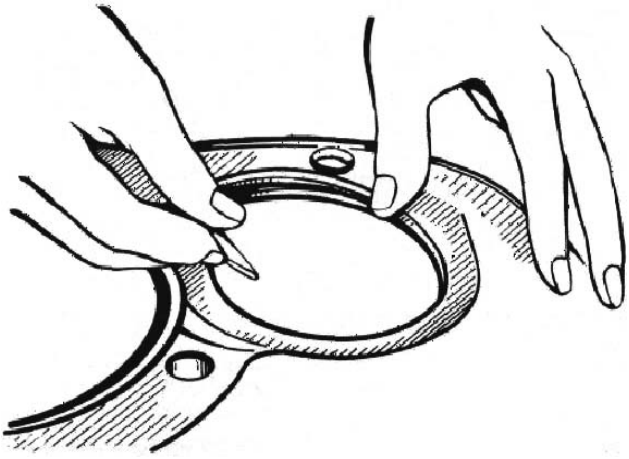

Рис. 21. Установка стопорного кольца крышки подшипников
2. Установить крышки подшипников до упора, вставить стопорные кольца (рис. 21), легкими ударами молотка выпрямить крышки.